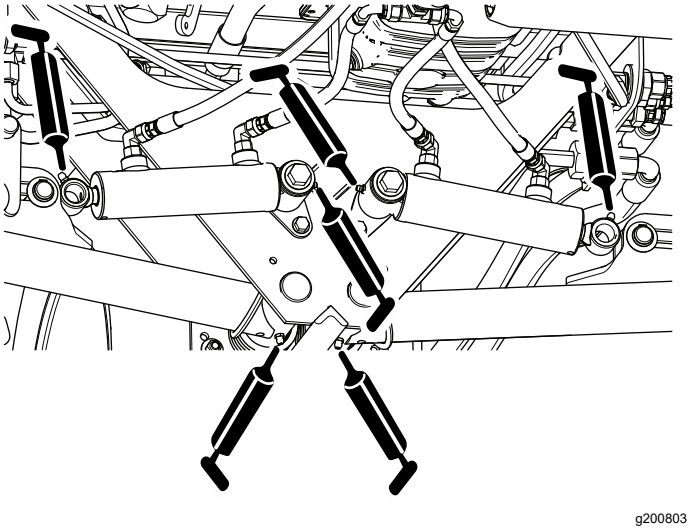

Figuur 56
- Draaipunten en hefcilinders achterste hefarm (3 elke zijde); zie Figuur 56.